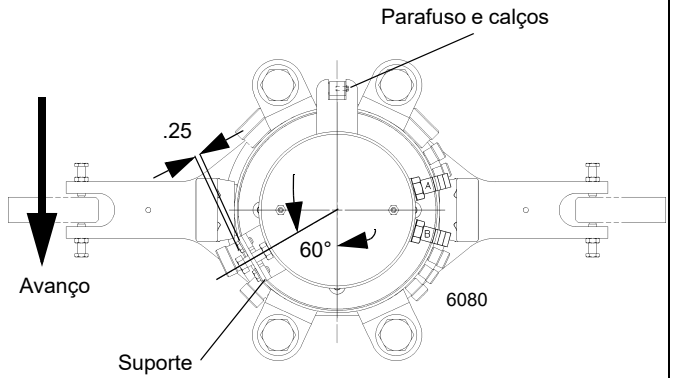

FIGURA 6-6
3. Verifique se o furo rosqueado na parte inferior da base da rótula elétrica está alinhado com o furo de montagem no suporte da caixa da rótula de água. Instale o parafuso através do furo no suporte e instale a porca. Aperte o parafuso no furo na base da rótula elétrica até que a cabeça do parafuso fique a aproximadamente 0.25 pol. (6,4 mm) do suporte. Aperte a porca de encontro à rótula elétrica (Figura 6-6).